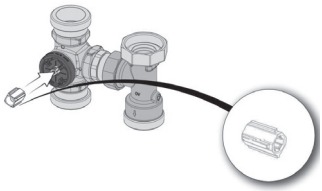

Fig. 18
4. Montați adaptorul (3) (fig. 18) servomotorului pe axul ventilului de amestec.
5. Așezați adaptorul astfel încât aripioara lungă a acestuia să fie orientată în jos (fig. 18).